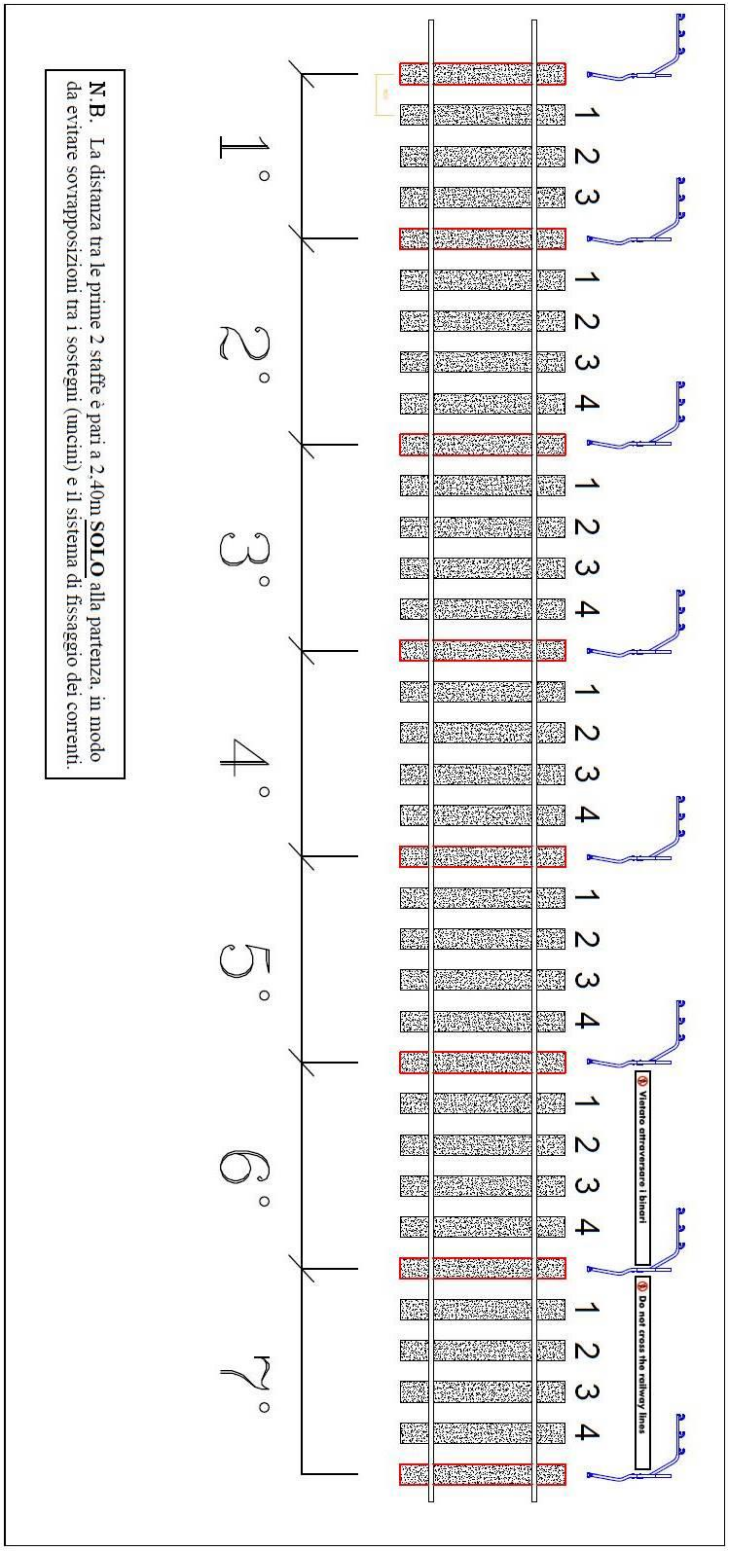

Figura 7 – Layout tipico di posa
- Prima di "agganciare" le staffe allo stelo della rotaia posizionarle a bordo binario, verificando che il pietrisco sia il più omogeneo possibile, come presentato a pagina successiva con la ***figura 7***.